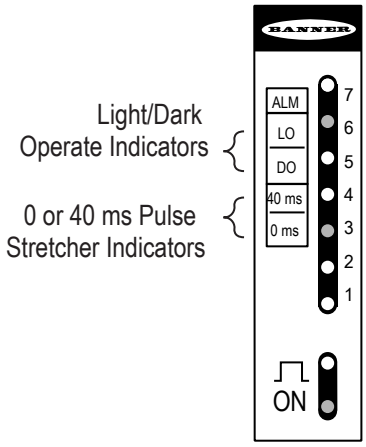

Figure 3. D12 Expert setting indicators, shown set to factory defaults
The output configuration can be checked at any time by holding down the push button for 2 seconds. The sensor's 7-segment LED display indicates the current setting for 10 seconds (see *Figure 3* on page 4), while the sensor continues normal operation. Factory settings for the output configuration are no delay (0 ms) and light operate (LO).